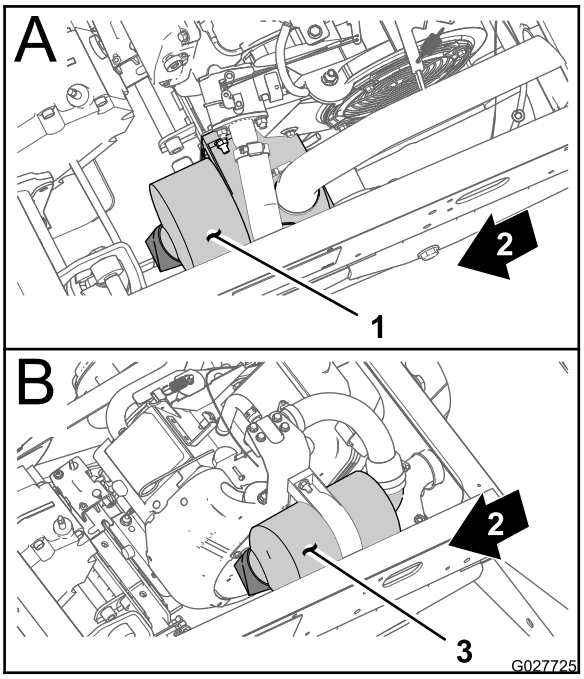
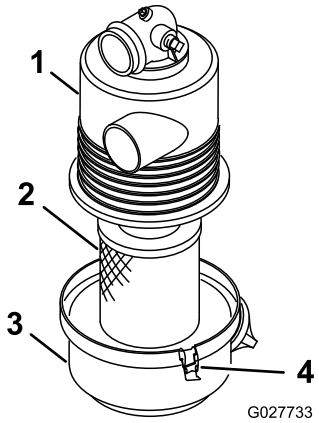

Figuur 37
Figuur 38
2. Controleer de luchtfilterbehuizing op beschadigingen die een luchtlek zouden kunnen veroorzaken. Controleer of het deksel van de filterbehuizing helemaal afsluit (Figuur 37 en Figuur 38).
3. Open de sluitingen waarmee het deksel van het luchtfilter is bevestigd aan het luchtfilterhuis (Figuur 38).
4. Maak het luchtfilterdeksel los van het luchtfilterhuis, en reinig de binnenkant van het deksel (Figuur 38).
3. Steek het luchtfilterelement in het luchtfilterhuis (Figuur 38).
4. Lijn het deksel van het luchtfilter uit met het luchtfilterhuis (Figuur 38).
5. Bevestig het deksel met de vergrendelingen aan de behuizing (Figuur 38).